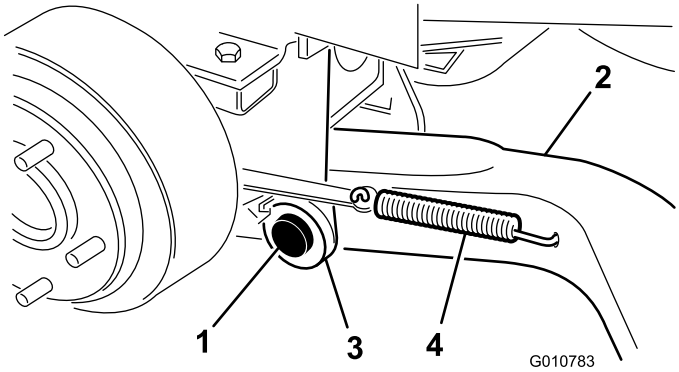

Figuur 4
4. Monteer een hefarm (met het uiteinde met de kogelverbinding naar buiten gericht) aan de draaibeugel met een draaipen en een borgpen (5/32 x 1-3/4 inch) (Figuur 4).
6. Haak de contraveer van de rem in de opening in de hefarm (Figuur 4).